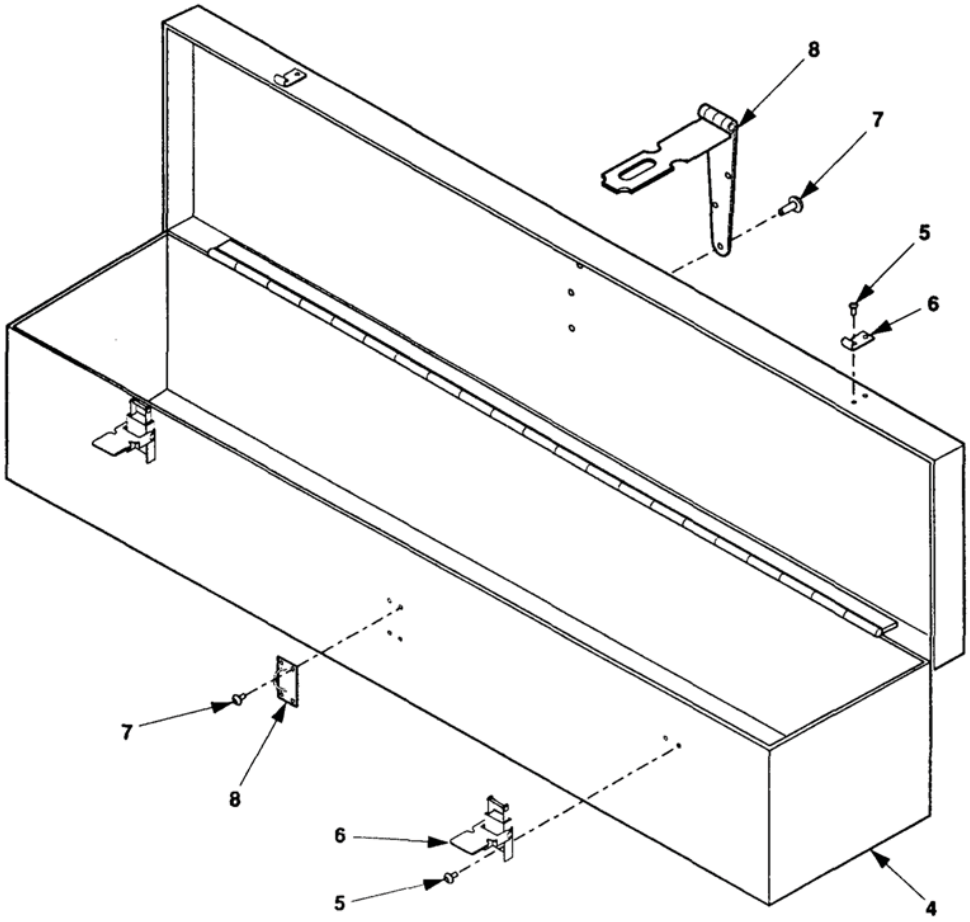

Figure 2. Repair Accessory Box.
a. Drill out rivets (Figure 2, Item 5) that secure defective clamping catch and strike (6) to accessory box and remove clamping catch and strike (6).
b. Install new clamping catch and strike (6) on accessory box (4) and secure with rivets (5).
a. Drill out rivets (7) on hasp (8).
b. Install new hasp (8) on accessory box (4) with rivets (7).
1. Position accessory box (Figure 2) over mounting holes in trailer.
2. Install flat washers (3), machine bolts (2), and self-locking nut (5).
4. Close accessory box cover and secure with clamping catches (4).